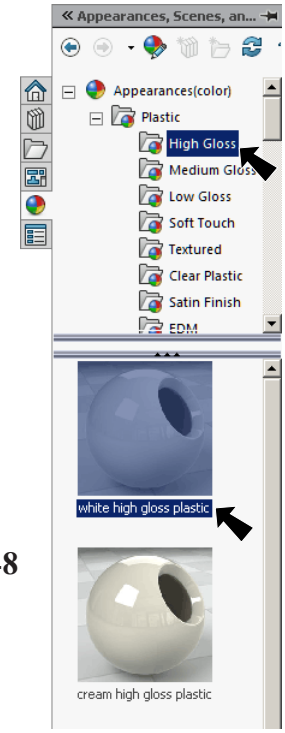

Fig. 44
Step 3. Over at the Task pane, click the Appearances Task tab , expand **Plastic**, click **High Gloss** and in the lower pane select **white high gloss plastic**, **Fig. 44**.